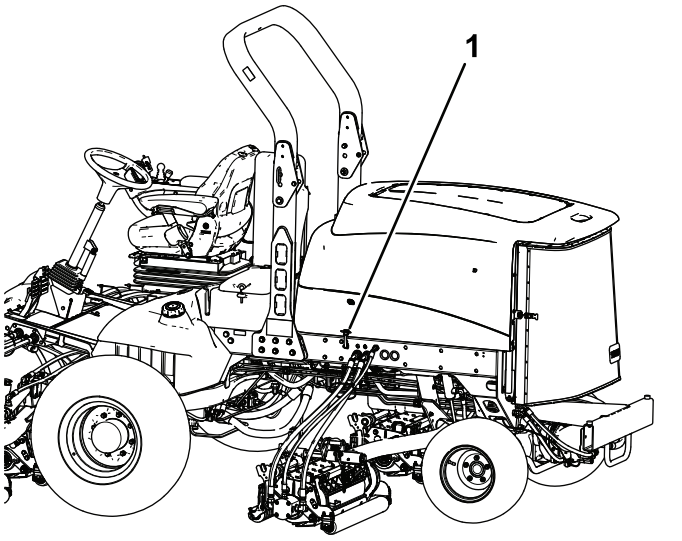

Рисунок 4
1. Освободите защелку капота из кронштейна (Рисунок 4).